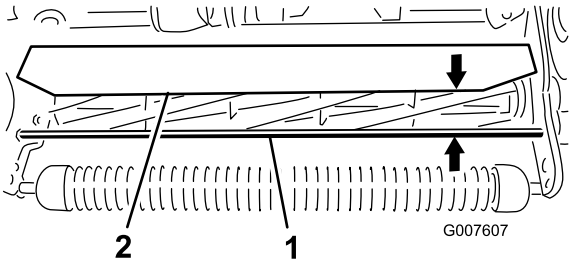

Figur 52
1. Mät avståndet från den övre delen av den främre stödstången till skyddets framkant vid varje ände av klippenheten (Figur 52).